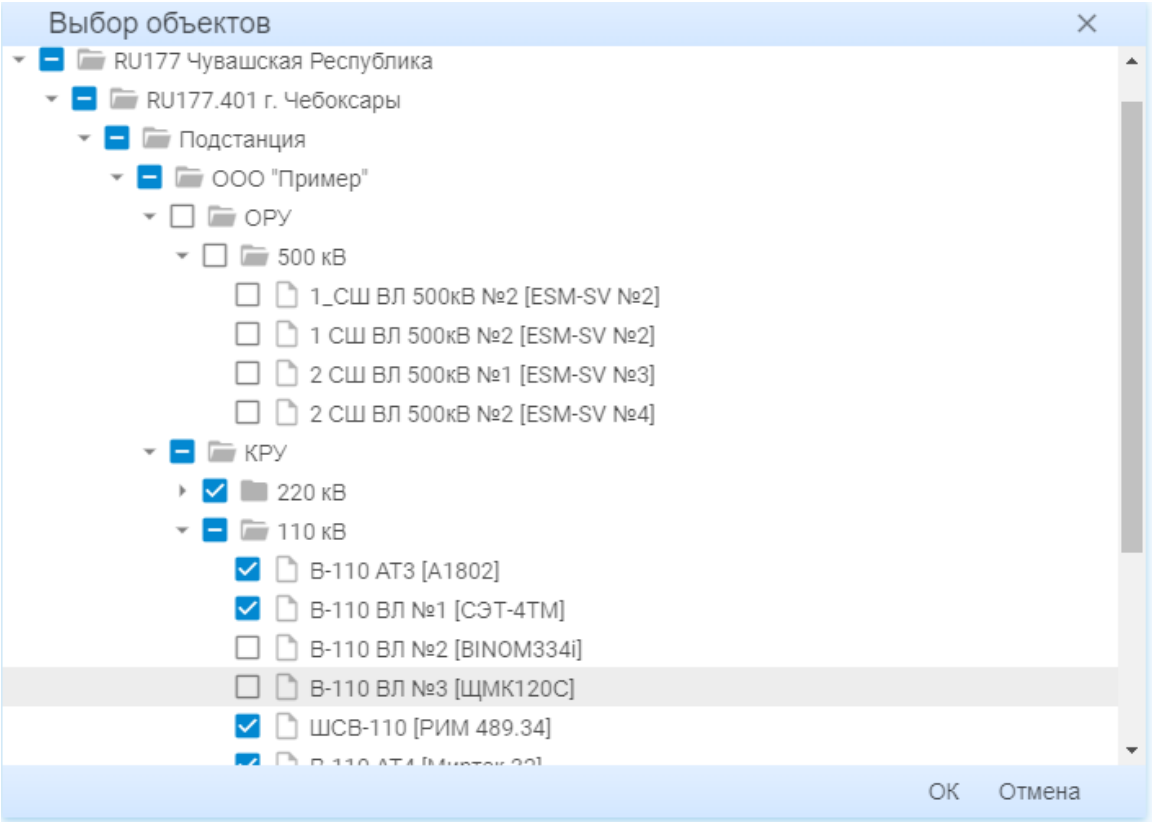

Рисунок 99 – Диалог «Выбор объектов» ЖТ в EKRASCADA Web АРМ
– выбора объектов автоматизации , по принадлежности к которым определяется возможность отображения тревоги в журнале. Выбор объектов выполняется путем установки соответствующих флагов в структуре объектов автоматизации (рисунок 99);